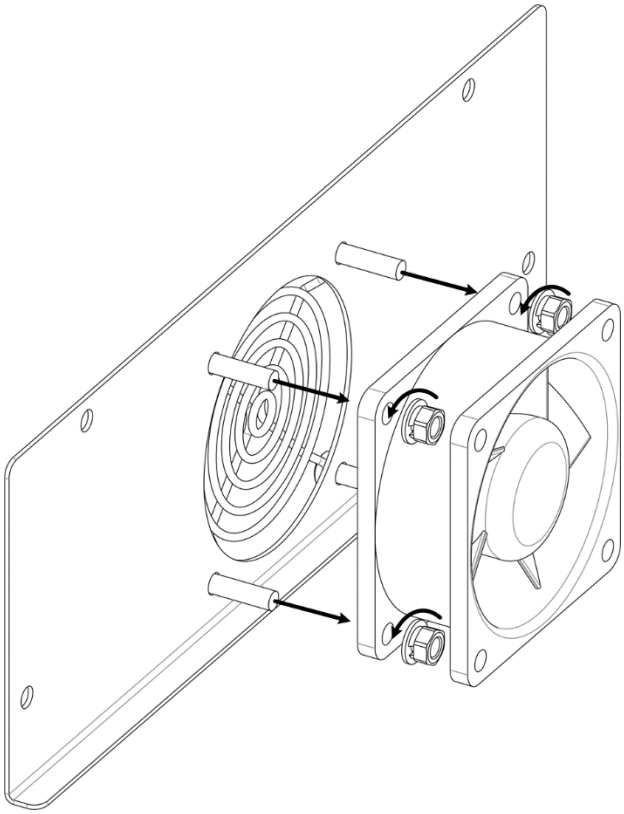

Рисунок 14.3 — Замена вентилятора обдува охладителя
4. Замените неисправный вентилятор. (см. рис. 14.3)